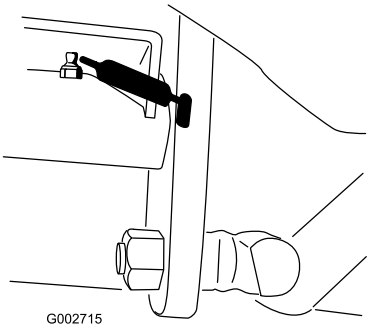

Figur 22
- Traktionspedaldrejeled (1) (Figur 22)